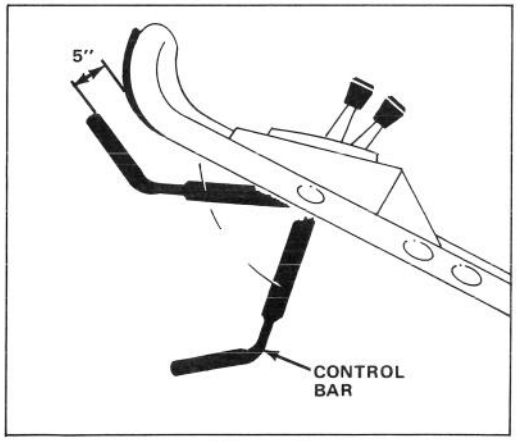

Figure 26
2. Push the control bar shown to the lowest position (Fig. 26). This "latches" the mechanism prior to engaging the blade.
6. Push the control bar down to its lowest position, latching the mechanism (Fig. 26).
7. Slowly lift the control bar to a point where the bag just begins to inflate (about 5" below the handle). This indicates that the mower blade is engaged and has begun to rotate (Fig. 26).